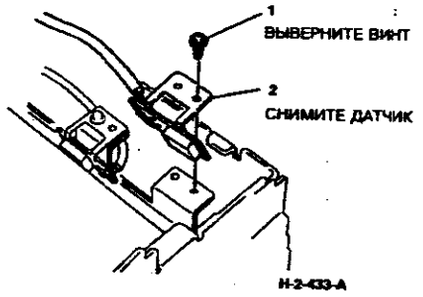

**Рисунок 1. Снятие температурных датчиков**
3. (Рисунок 1) Снимите температурные датчики (Q10-300, Q10-315).